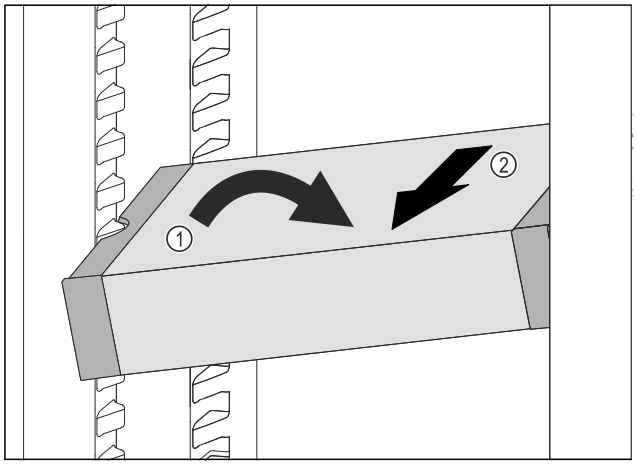

*Fig. 134*
▶ VarioSafe postavte v chladničce šikmo. *Fig. 134 (1)*
▶ VarioSafe odeberte směrem dopředu. *Fig. 134 (2)*